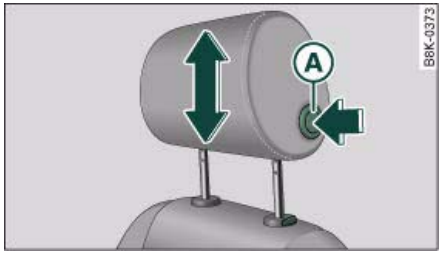

Fig. 79 Front seat: Adjusting head restraint
– Press button (A) ⇒ fig. 79 and push the head restraint downwards.